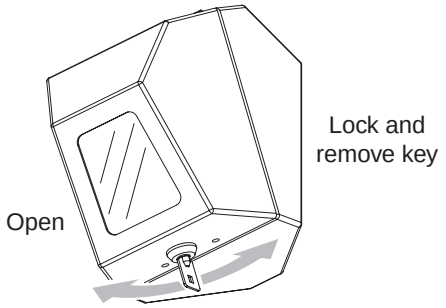

Figure 1
1. Open the lid of the unit with the barrel lock key (Figure 1).